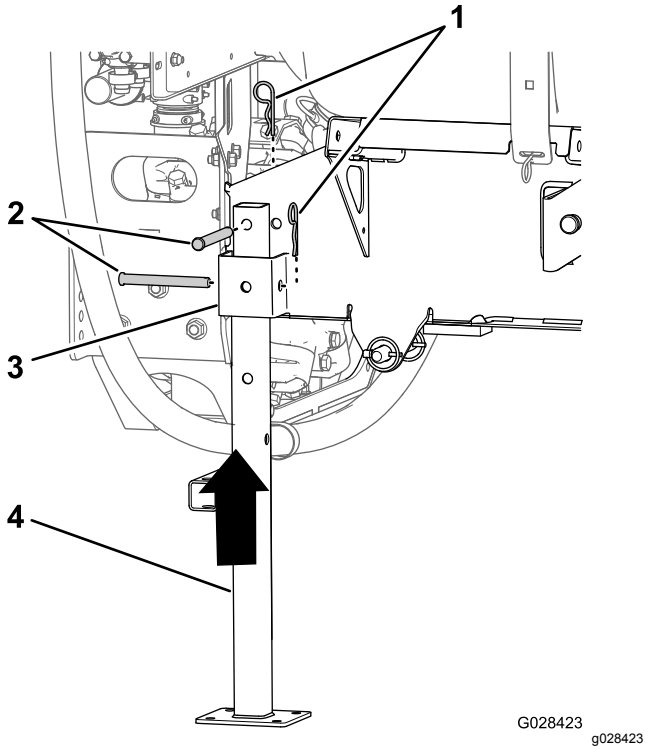

Figuur 131
5. Lijn de achterste assteun uit met de beugel van de achterste assteun (Figuur 131).
6. Lijn het gat bovenaan de assteun uit met het gat in het tankframe (Figuur 131).
7. Bevestig de assteun aan de beugel en het frame met 2 gaffelpennen (½" x 4½") en 2 R-pennen (5/32" x 2⅝") zoals in Figuur 131.